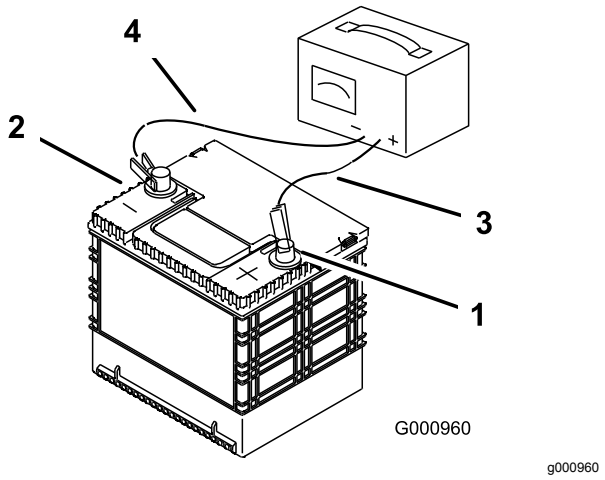

Figur 48
3. När batteriet är fulladdat ska laddaren kopplas bort från eluttaget först, och sedan ska laddningskablarna lossas från batteripolerna (Figur 48).